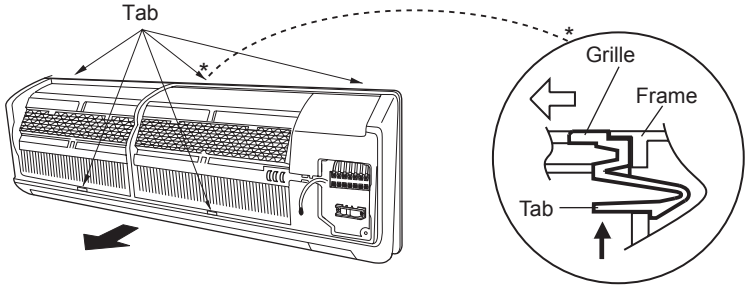

Fig. 11a
(5) Pull the lower part of the grille toward you to remove. (Fig. 11a)
(6) Use a standard screwdriver to push on the tabs to remove the grille.